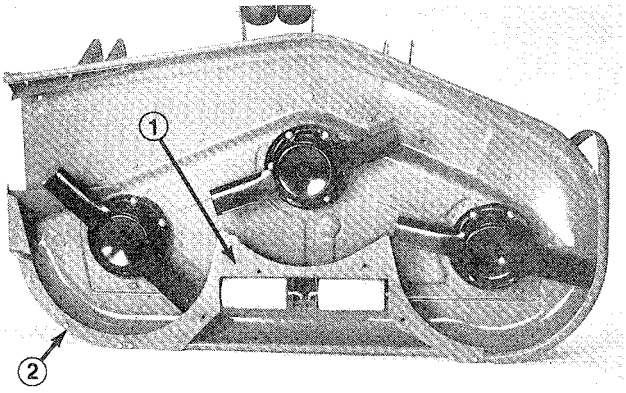

Figure 9
6. Using baffle as a template, mark and drill (3) 3/8" dia. holes thru deck.
7. Secure baffle to deck with (2) 5/16 – 18 x 3/4" lg. carriage bolts, (1) 5/16 – 18 x 7/8" lg. capscrew and (3) locknuts.
8. Position center ring baffle on deck (Fig. 9). Using a long thin pencil or punch, mark (4) mounting holes in deck. Holes may already be in deck.
9. Drill (4)13/32" holes in deck, if required.
10. Mount center baffle to deck with (4) 3/8 – 16 x 1 " lg. capscrews and lockwashers (Fig. 9).
11. Using center baffle as a template, mark and drill (2) 9/32" dia. holes through center of curved edge of deck (Fig. 9).
12. Secure baffle to edge of deck with (2)1/4 – 20 x 3/4" lg. capscrews and locknuts (Fig. 9).
13. Align right ring baffle with end of center baffle and edge of deck (Fig. 9). Mark and drill (3) 9/32" dia. holes in center of curved edge of deck.
14. Secure right baffle to deck with (3) 1/4 – 20 x 3/4" lg. capscrews and locknuts.